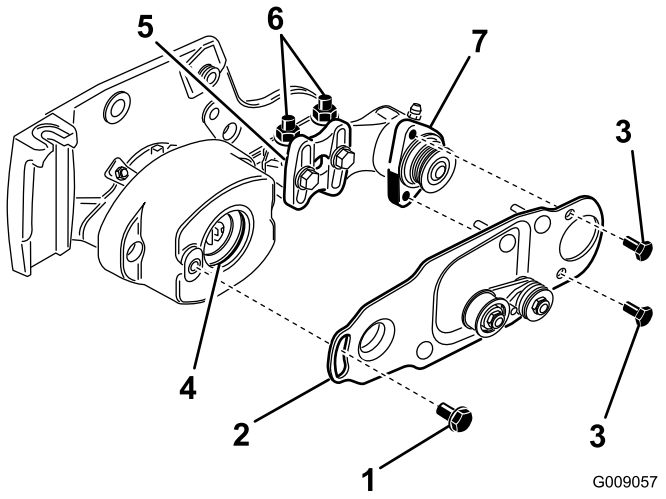

Figur 11
10. Smør et lag fedt på indersiden af kransen i lejehuset (Figur 11).
11. Løsn, men fjern ikke, de bolte, der fastgør rullebørstens lejehus til rullebørstens monteringsbeslag (Figur 11).
12. Monter rullebørstens drejeplade (Figur 11).
13. Påfør 242 Loctite (blå) på de 2 bolte (5/16 x 5/8 tomme), og brug dem til at montere børstepladen på rullebørstens lejehus (Figur 11).
- Løsn de 2 flangelåsemøtrikker, der fastgør rullebørstens monteringsbeslag til klippeenhedens sideplade (Figur 11).
- Drej rullebørstens lejehus, indtil børstepladen bliver parallel med klippeenhedens sideplade (Figur 11).
18. Påfør 242 Loctite (blå) på ansatsbolten (Figur 11). Fastgør børstepladen på rullebørstehuset med ansatsbolten. (Figur 11).